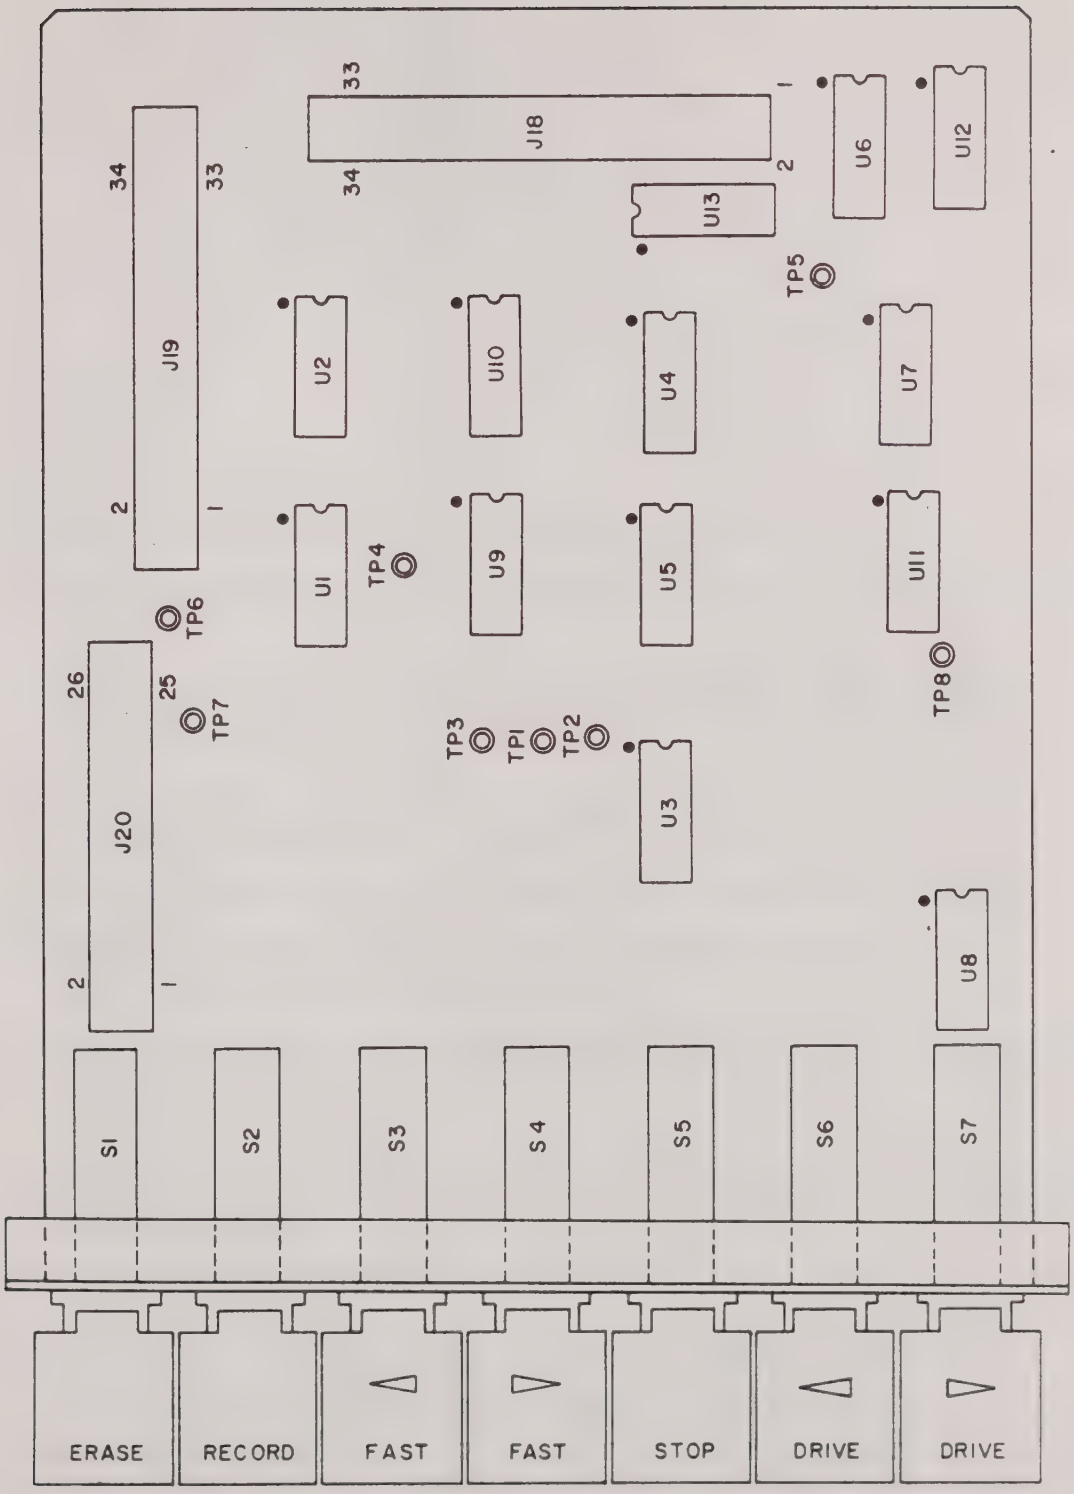

Figure 6-11. Control Logic PWB Components Location Diagram
b. Connect oscilloscope to the control logic PWB test point TP8. (See Figure 6-11 for test point location).
m. Connect oscilloscope to TP8 on control logic PWB (see Figure 6-11 for test point location). Verify squarewave output.